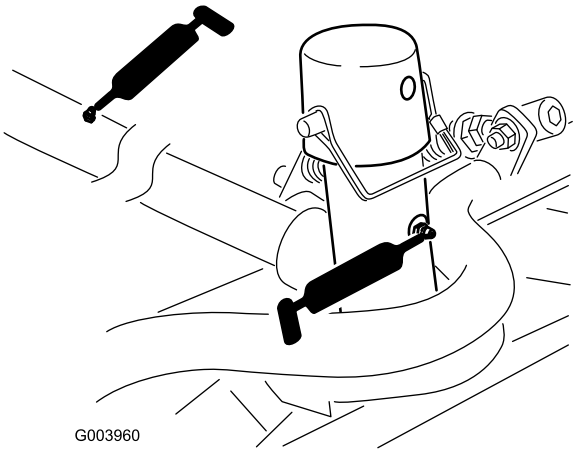

Figur 46
- Bæreramme og dreietapp for klippeenhet (2 hver) (Figur 46)